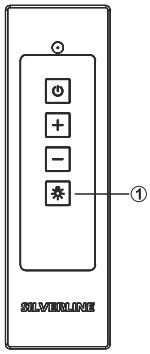

Abb. 9: Licht ein-/ausschalten
1. Drücken Sie die Taste (Abb. 9/1).
2. Drücken Sie erneut die Taste (Abb. 9/1).